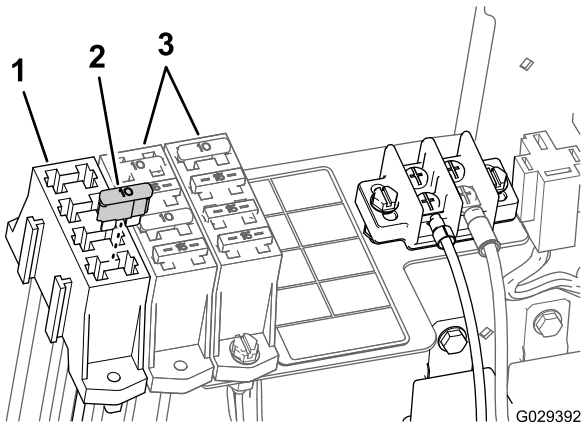

Figur 24
2. Montera 15 A-säkringen i uttaget som du letade upp på det extra säkringsblocket (Figur 24).